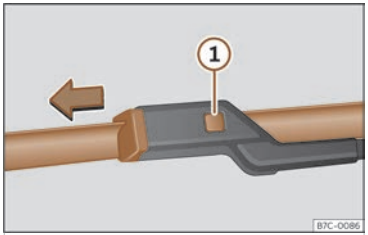

**Fig. 187** Changing the windscreen wiper blades
- Press and hold release button >>> **Fig. 187** (1) and pull gently on the wiper blade in the direction of the arrow.